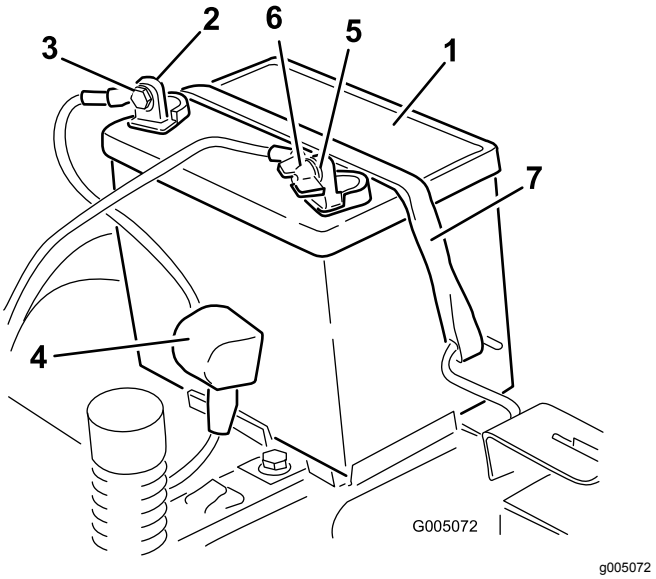

Figur 46
4. Koble den negative (svarte) grunnkabelen fra batteripolen (Figur 46).
6. Koble den positive (røde) grunnkabelen fra batteripolen (Figur 46).
7. Fjern batteriholderen (Figur 46) og ta ut batteriet.
1. Still batteriet i holderen (Figur 46).
5. Fest batteriet med tilholderen (Figur 46).